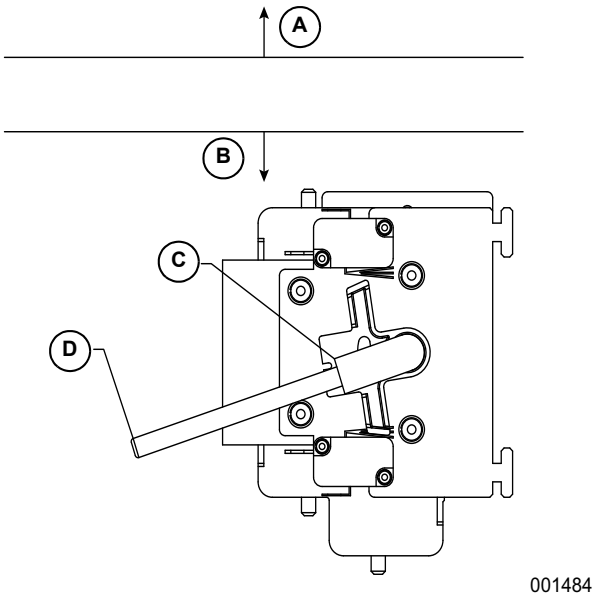

Figure 4-1. Actuating Transfer Switch
See ***Figure 4-1***. A manual transfer handle (D) is shipped with the transfer switch. Manual operation must be checked BEFORE the transfer switch is operated electrically. To check manual operation, proceed as follows:
See ***Figure 4-1***. Before proceeding, verify the position of the switch by observing the position of the manual transfer handle (D).